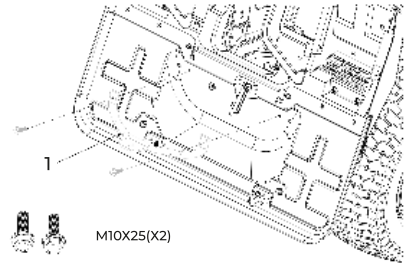

Рис. 10
6.9. Установка прицепного устройства (рис. 10)
• Установите прицепное устройство (рис. 10, поз 1) с помощью 2 болтов (M10x25).